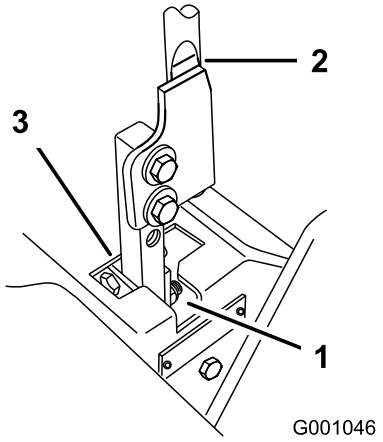

Figur 69
5. Flyt grebet til den neutrale position, men ikke låst (Figur 69).
6. Træk håndtaget tilbage, indtil gaffelbolten (på armen under drejeakslen) berører enden af åbningen (begynder netop at lægge tryk på fjederen) (Figur 69).
7. Kontroller, hvor håndtaget er i forhold til hakket i konsollen (Figur 69). Det skal være i midten, så håndtaget kan dreje udad til den neutrale låseposition.